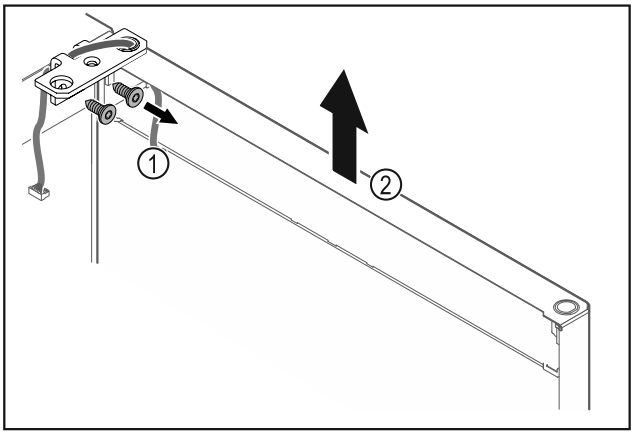

Fig. 17
- ▶ Deșurubați *Fig. 17 (1)* colțarul balamalei.
- ▶ Ridicați ușa inclusiv colțarul balamalei *Fig. 17 (2)* aproximativ 200 mm drept în sus și detașați-o.